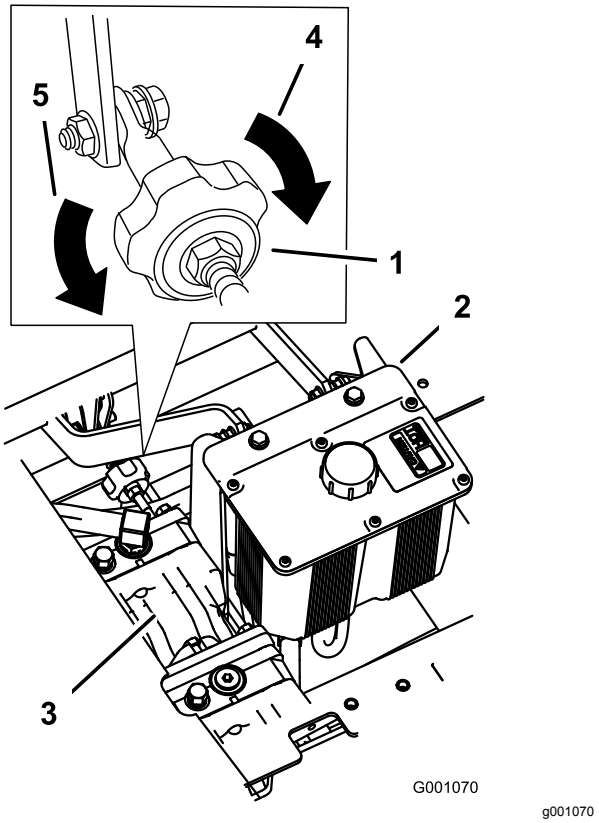

Figur 81
2. Ställ in pumpstavslängden genom att vrida ratten i lämplig riktning tills hjulet står stilla eller långsamt roterar bakåt (Figur 81).